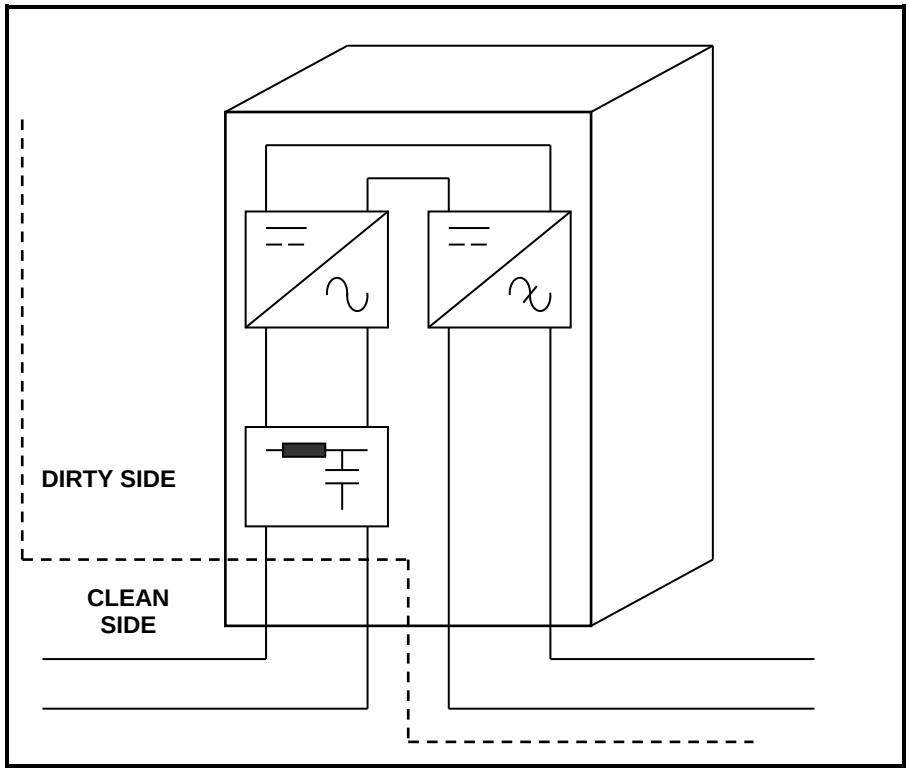

FIGURE 4
5.4 Refer to the converter in FIGURE 4 below and answer the questions that follow.